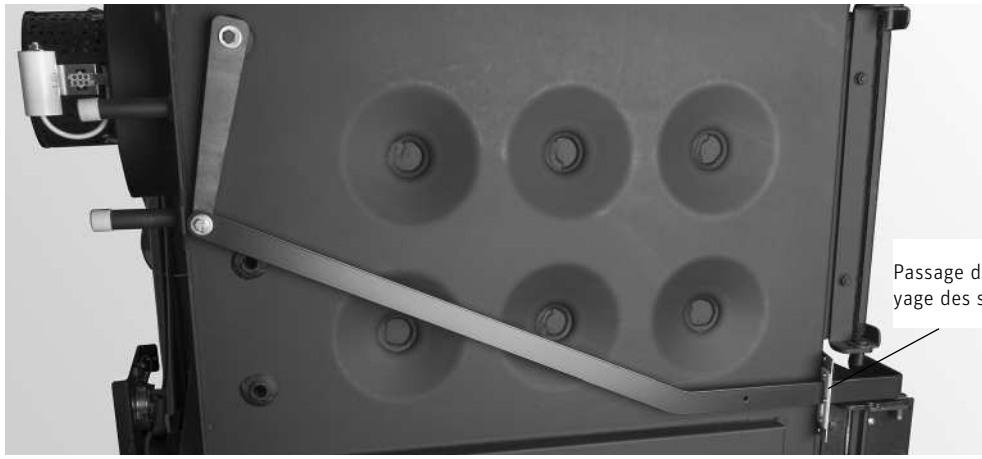

Fig. 49 Visser le levier de nettoyage des surfaces d'échange
– Visser le levier de nettoyage des surfaces d'échange à l'arbre à l'aide de la vis à six pans M8x16 et de la rondelle en U 8 – Fig. 49.